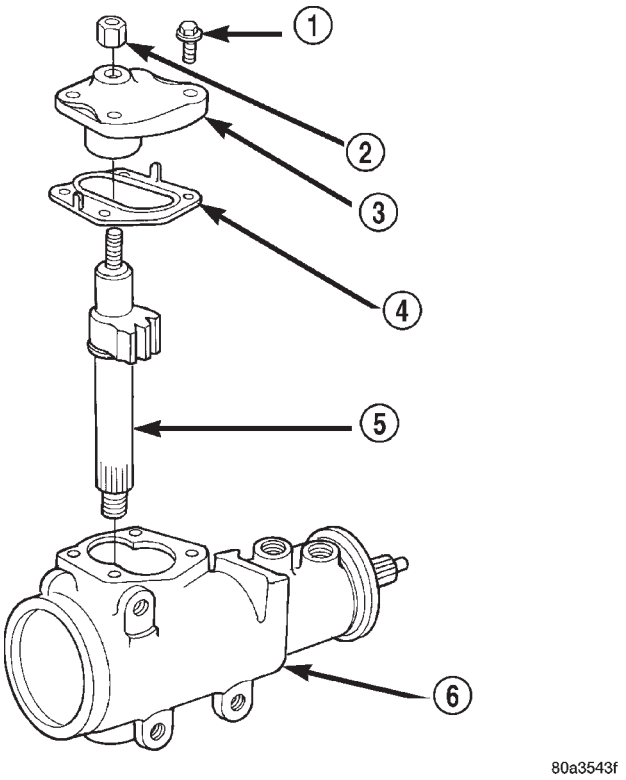

Fig. 11 Side Cover and Pitman Shaft
(1) Clean exposed end of pitman shaft and housing with a wire brush.
(2) Remove preload adjuster nut (Fig. 11).
(3) Rotate the stub shaft with a 12 point socket from stop to stop and count the number of turns.
(4) Center the stub shaft by rotating it from the stop 1/2 of the total amount of turns.
(5) Remove side cover bolts and remove side cover, gasket and pitman shaft as an assembly (Fig. 11).
(1) Install pitman shaft bearing into housing with a bearing driver and handle.
(2) Coat the oil seal and washer with **special grease** supplied with the new seal.
(3) Install the oil seal with a driver and handle.
(4) Install backup washer.
(5) Install the retainer ring with snap ring pliers.
(6) Coat the dust seal with **special grease** supplied with the new seal.
(7) Install dust seal with a driver and handle.
(8) Install pitman shaft to side cover by screwing shaft in until it fully seats to side cover.
(9) Install preload adjuster nut. **Do not tighten nut until after Over-Center Rotation Torque adjustment has been made.**
(10) Install gasket to side cover and bend tabs around edges of side cover (Fig. 11).
(11) Install pitman shaft assembly and side cover to housing.
(12) Install side cover bolts and tighten to 60 N·m (44 ft. lbs.).
(13) Perform over-center rotation torque adjustment, (Refer to 19 - STEERING/GEAR - ADJUSTMENTS).